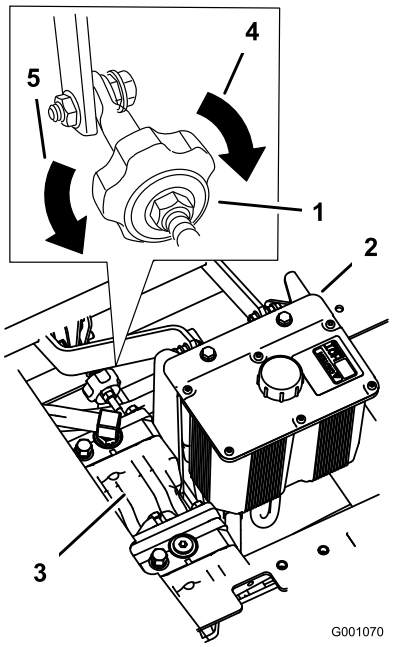

Figur 78
2. Ställ in pumpstavslängden genom att vrida ratten i lämplig riktning tills hjulet står stilla eller långsamt roterar bakåt (Figur 78).